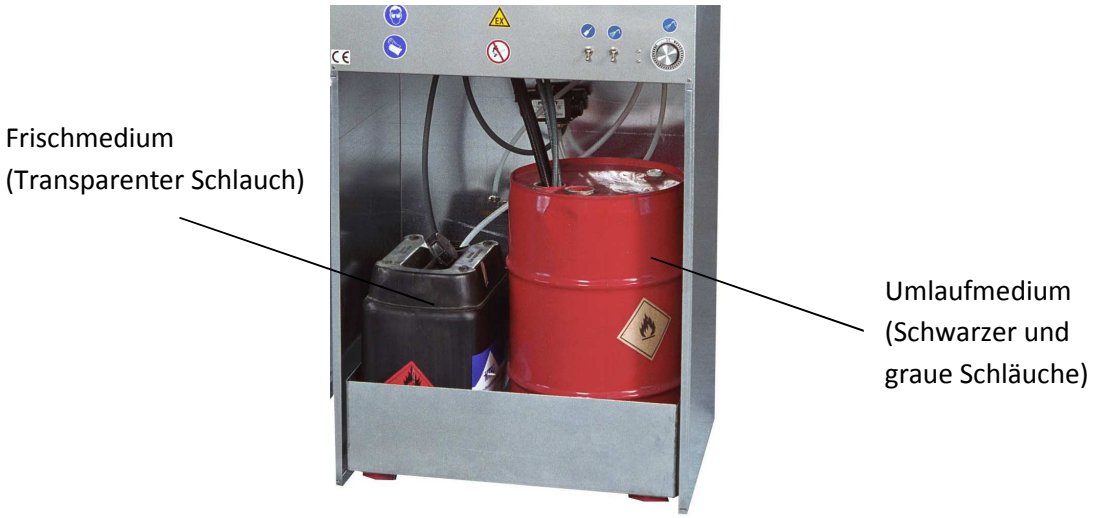

Abbildung 8-1
Für die linke Geräteseite werden benötigt 1 × 60 Liter Gebinde mit 30 Litern gefüllt (Umlaufmedium) und 1 × 30 Liter Gebinde mit 30 Litern gefüllt (Frischmedium). Siehe auch Abbildung 8-1.
1. Frontblende vom Gerät abnehmen und Gebinde wie in Abbildung 8-1 gezeigt auf beiden Seiten positionieren.